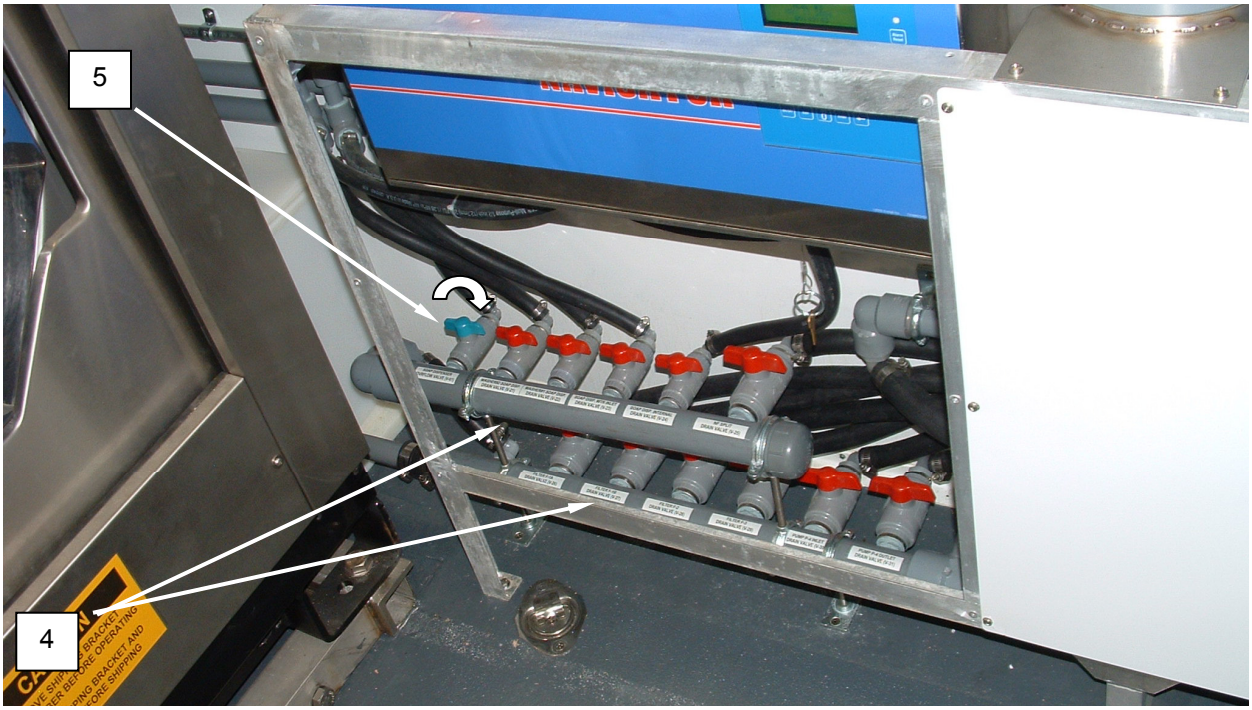

Figure 4. Location of Drain Manifolds.
3. Locate the drain valve manifolds **(Figure 4, Item 4)** inside the container.
4. Ensure the drain valves on both manifolds (V-21 through V-31) **(Figure 4, Item 4)** are all closed.
5. Ensure the Automatic Soap Dispenser overflow valve V-61 **(Figure 4, Item 5)** is open.